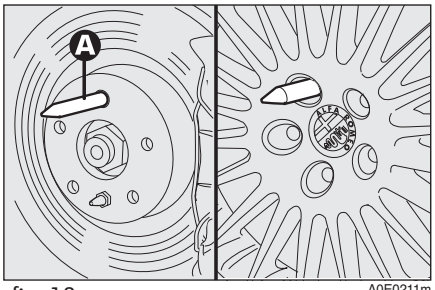

fig. 13
- ❒ tighten pin **A-fig. 13** in one of the holes of the wheel hub fastening bolts;
- ❒ loosen pin **A-fig. 13** and tighten the last fastening bolt;